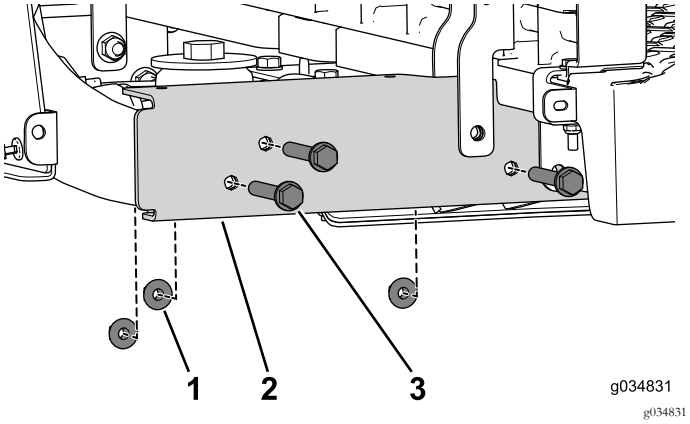

Figuur 17
4. Verwijder de 3 flensbouten (3/8 x 2-1/2 inch) en moeren (Figuur 17). Doe dit aan beide zijden van de machine.